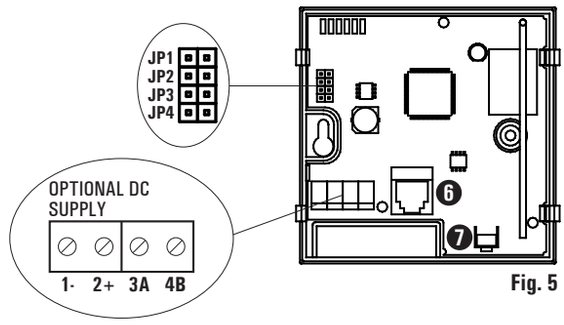

Fig. 5
- Connect the device to the relay module, inserting one end of the connection cable provided on the data connector ❻ of Fig. 5 and the other end on the connector marked with the label "SIGNAL IN" on the relay module.